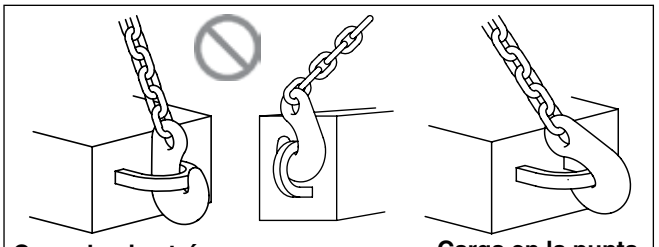

Figura 4
- Nunca cargue un gancho de forma lateral, trasera o de punta (ver Figura 4).